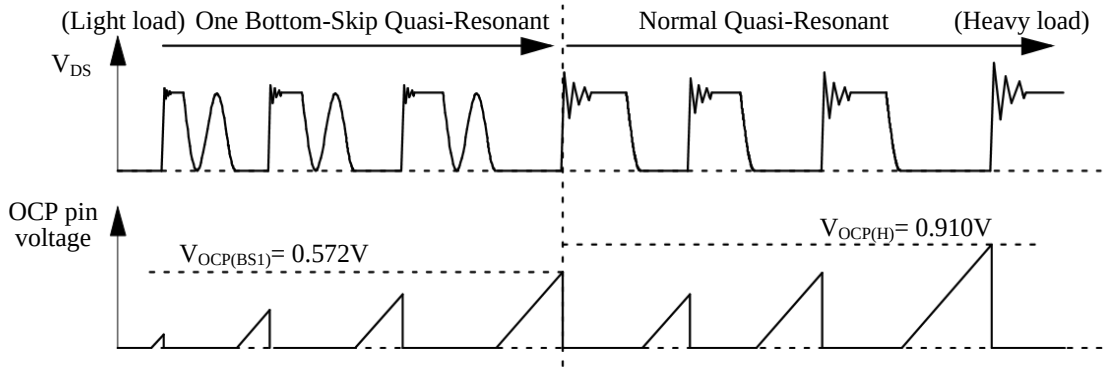
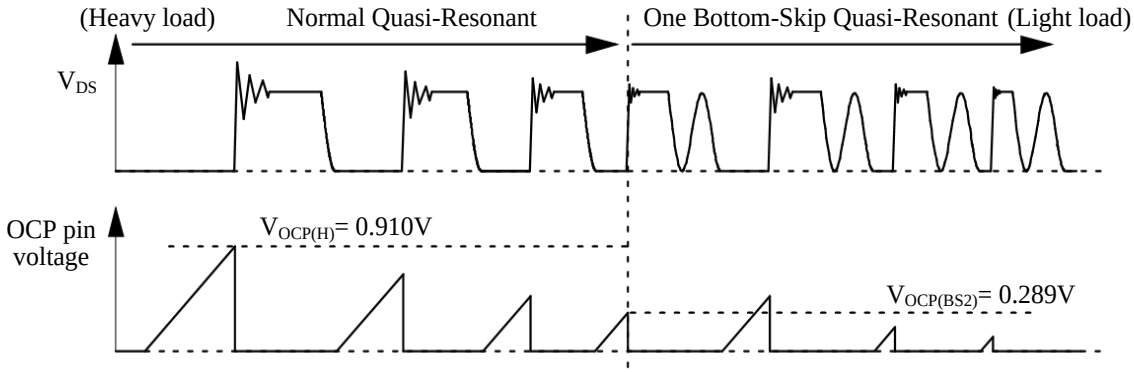

Figure 8-17. Operation State Transition Diagram from Light Load to Heavy Load Conditions
Figure 8-18. Operation State Transition Diagram from Heavy Load to Light Load Conditions
Figure 8-17 shows the operation state transition diagram of the output load from light load to heavy load. Figure 8-18 shows that from heavy load to light load. As these are state change diagrams without input compensation of OCP, the overcurrent detection threshold voltage shows just a $V_{OCP(H)}$ = 0.910 V.
- The mode is changed from one bottom-skip quasi-resonant operation to normal quasi-resonant operation (Figure 8-17), when load is increased from one bottom-skip operation, the MOSFET peak drain current value increases, the on-time widens, and thus the peak value of the OCP pin voltage increases.
- The mode is changed from normal quasi-resonant operation to one bottom-skip quasi-resonant operation (Figure 8-18), when load is reduced from normal quasi-resonant operation, the MOSFET peak drain current value decreases, the on-time shortens, and thus the peak value of the OCP pin voltage decreases.